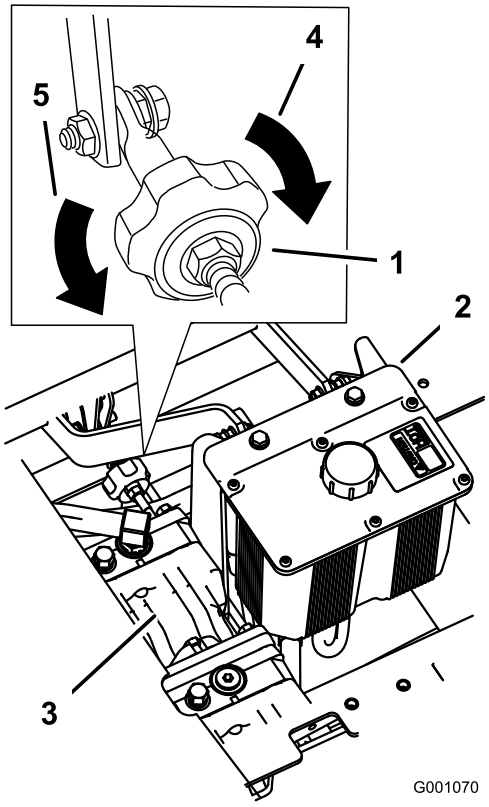

Figur 81
2. Juster pumpestangens længde ved at dreje knappen i den rigtige retning, indtil hjulet står stille eller kryber en smule i bakgear (Figur 81).